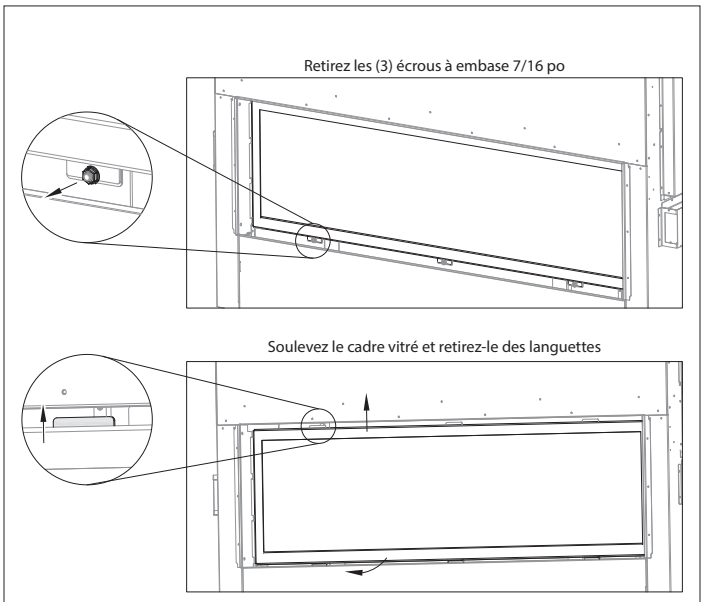

Figure 8.2, Retrait du cadre vitré arrière (face fixe)
2. Repérez les (3) écrous à embase 7/16 po sous l'ouverture du foyer, qui retiennent le cadre vitré fixe. Voir la Figure 8.2. Retirez et conservez les écrous à embase.
3. Soulevez le cadre vitré fixe et retirez-le des (3) languettes situées au haut du foyer. Voir la Figure 8.2.